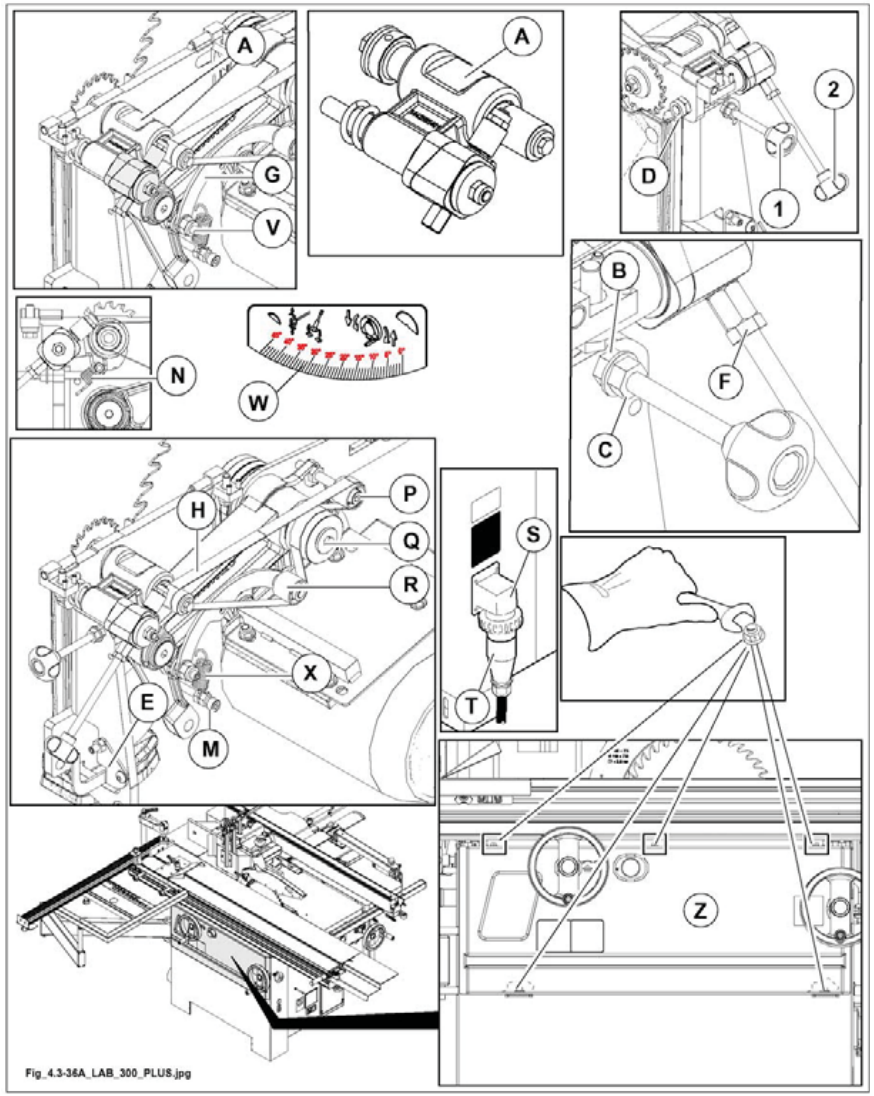

Abb. 4.3-36A
- Die vordere Verkleidung ausbauen (Z Abb. 4.3-36A).
- Das Aggregat (A Abb. 4.3-36A) auf dem Sägeblattsupport montieren.
- Die Mutter(D Abb. 4.3-36A) festziehen, um den Vorritzer zu befestigen (A Abb. 4.3-36A).
- Das Teil (E Abb. 4.3-36A) und das Schild (S Abb. 4.3-36A) ausbauen.
- Den Schraubknopf (1 Abb. 4.3-36A) für das Heben und den Schraubknopf (2 Abb. 4.3-36A) für das Verstellen montieren.
- Die Feder (N Abb. 4.3-36A) am Vorritzer montieren.
- Die Riemenscheibe (P Abb. 4.3-36A) am Sägenarm montieren.
- Riemenscheibe (Q Abb. 4.3-36A) in die Sägenwelle einbauen.
- Die Einheit Bügel-Riemenscheiben (Riemenspanner) (G Abb. 4.3-36A) am Sägenarm montieren und mit der Schraube (V Abb. 4.3-36A) befestigen; die Schraube nicht vollständig festziehen.
Prüfen, ob die Riemenscheiben (P Abb. 4.3-36A) und (R Abb. 4.3-36A) perfekt mit der Riemenscheibe (Q Abb. 4.3-36A) fluchten und ob Distanzstücke eingelegt werden müssen.
- Die Befestigungsschraube (M Abb. 4.3-36A) der Feder (X Abb. 4.3-36A) für die Spannung des Vorritzerriemens montieren.
- Den Riemen (H Abb. 4.3-36A) montieren. Dabei gemäß Abbildung verlegen und durchführen.
- Die vordere Abdeckung (Z Abb. 4.3-36A) wieder montieren.
- Das neue Schild (W Abb. 4.3-36A) montieren und das Teil (E Abb. 4.3-36A) wieder anbringen.
Den Schraubknopf für das Heben (1 Abb. 4.3-36A) montieren und über die Muttern (B, C Abb. 4.3-36A) wie nachstehend angegeben einstellen:
Den Schraubknopf (1 Abb. 4.3-36A) anschrauben, den Vorritzer heben, bis er 3 mm über den Arbeitstisch vorsteht. Die Mutter (B Abb. 4.3-36A) in Anschlag mit den Sägensupport bringen und mit der Scheibe und der Mutter (C Abb. 4.3-36A) befestigen.
Den Schraubknopf für das Verstellen (2 Abb. 4.3-36A) montieren und mit der Mutter (F Abb. 4.3-36A) befestigen.
die richtige Spannung des Schneiderriemens wird durch die Feder (X Abb. 4.3.36A) gewährleistet und bedarf keiner Einstellung.